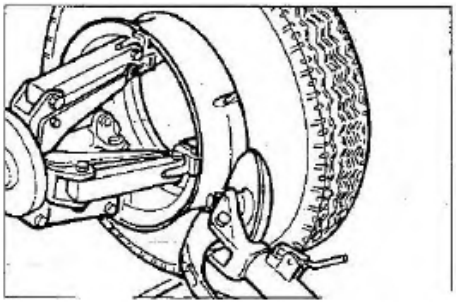

Рис. 33
11) Поворачивайте шпиндель и одновременно перемещайте отбойный диск борта к шине вперед вдоль контура обода разъемного кольца до тех пор, пока второй борт не будет отсоединен. (NB: используйте смазочные материалы во время данной операции). Продолжайте перемещать вперед диск до тех пор, пока половина шины не будет демонтирована с обода (см. рис. 33).